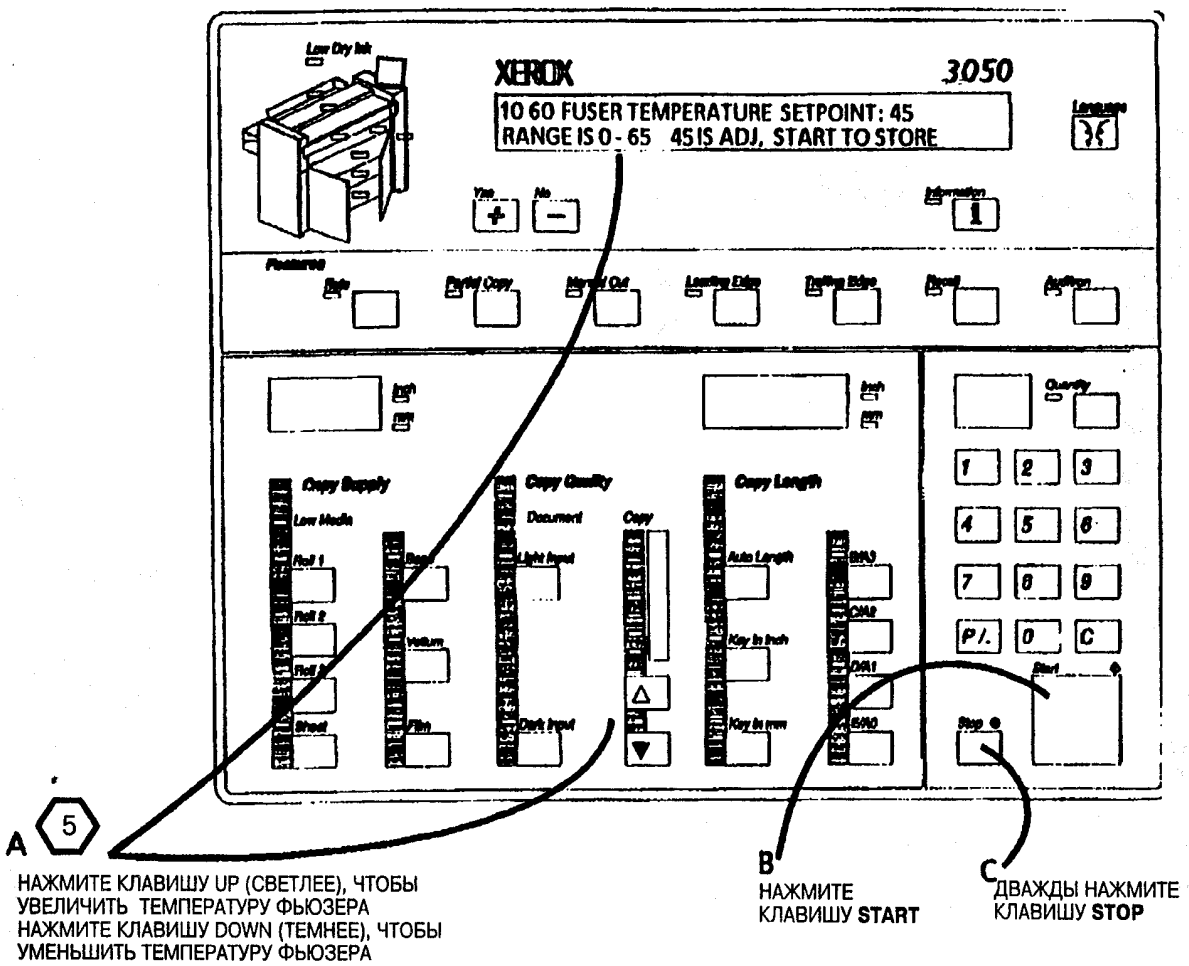

Рис. 2. Настройте температуру термического закрепления тонера
2. (Рис. 2): Настройте температуру термического закрепления тонера.